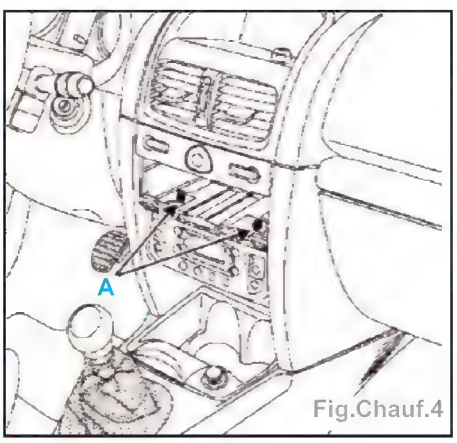

Fig.Chauf.4
- les deux vis (A) de fixation du tableau de commande (Fig.Chauf.4),